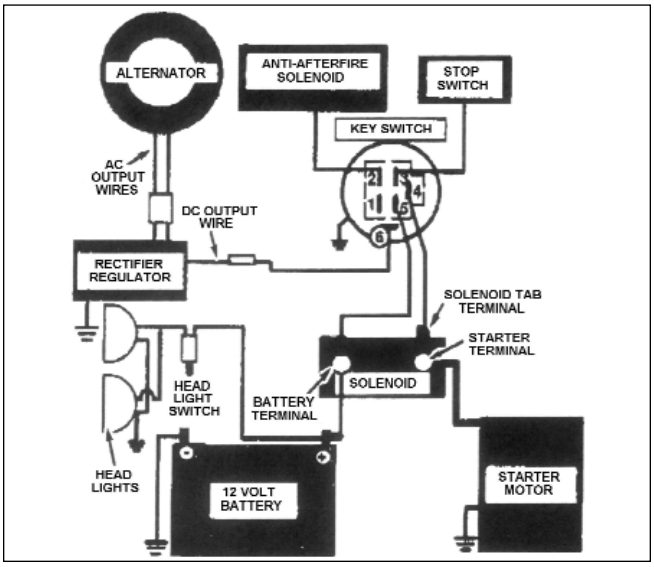

Fig. 7 - Typical 12V Wiring Diagram
1. Before installing battery, connect all equipment to be operated (Fig. 7).